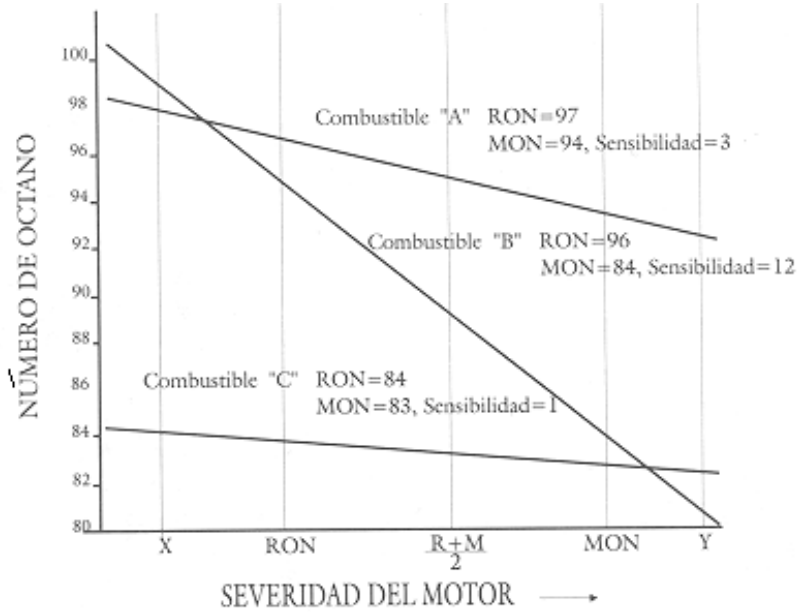

Figura 23. Calidad de octano en función de la severidad de la máquina.
2) Sensibilidad. El valor resultante de restar el RON del MON se llama *sensibilidad*. Para dos carburantes del mismo RON, una gasolina con mayor sensibilidad tendrá un MON menor. Lo que representa este valor es la capacidad que tiene la gasolina para soportar cambios en la severidad de las condiciones de operación de la máquina en términos de su capacidad antidetonante. Esto lo ilustramos para su mejor comprensión en la figura 23 en donde se muestra el número de octano en función de la severidad a la que se somete la máquina. Como se observa, describimos el comportamiento de tres carburantes, el A que tiene un alto RON y baja sensibilidad, el B con un RON de 96 pero alta sensibilidad y el C con bajo RON de 84 pero muy baja sensibilidad. Se puede observar que si la máquina funciona a la severidad marcada con X, el carburante B funciona mejor que el A si bien tiene menores RON y MON. De manera semejante, si el vehículo opera en la severidad marcada B, el carburante C es mejor que el B si bien tiene, como en el otro caso, menor RON y MON. Por supuesto que en los niveles de severidad que ocurren en la mayoría de los vehículos, el carburante A es mejor que el B y éste mejor que el C.